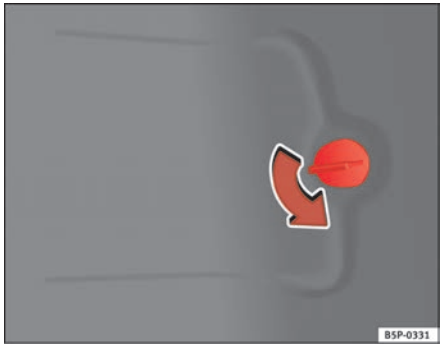

Fig. 193 Lights on vehicle body
– Remove the cover of the luggage compartment lateral panel ⇒ fig. 193.